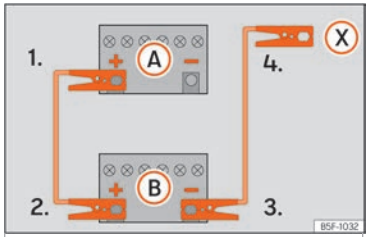

Fig. 81 Schema elettrico per i veicoli non dotati di sistema Start&Stop.
2. Collegare un'estremità del cavo di emergenza *rosso* al polo positivo (+) del veicolo con la batteria scarica (A) ››› fig. 81.
3. Collegare l'altra estremità del cavo di emergenza *rosso* al polo positivo (+) della batteria che fornisce la corrente (B).
4a. *Nei veicoli senza sistema Start/Stop:* collegare un'estremità del cavo *nero* di emergenza al polo negativo (–) del veicolo che eroga la corrente (B) ››› fig. 81.